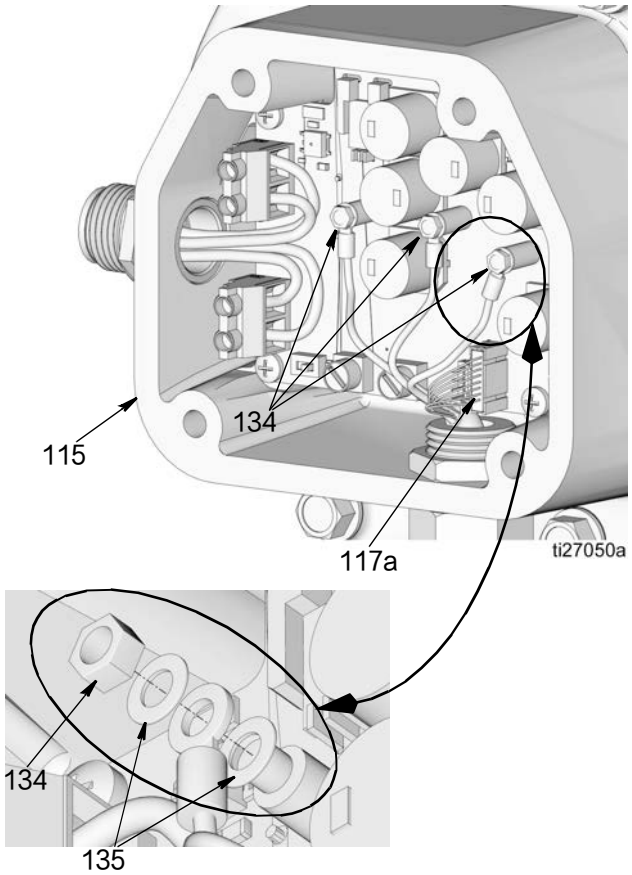

图 56
6. 拆下螺母 (134)，如图 56. 从端子上卸下垫圈 (135) 和电机接线。妥善保存这些零配件以备重装。
7. 从电机控制板断开传感器电缆 (117a) 连接（图 56）。